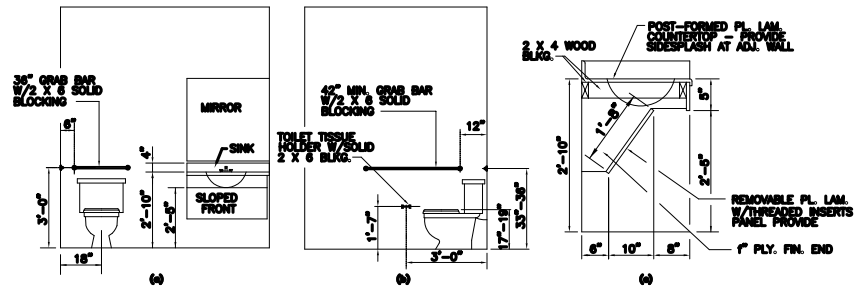

FIG. 31
4.16.3 HEIGHT. THE HEIGHT OF WATER CLOSETS SHALL BE 17" TO 19" (430mm TO 480mm), MEASURED TO THE TOP OF THE TOILET SEAT. SEATS SHALL NOT BE SPRING TO RETURN TO A LIFTED POSITION (SEE FIG. 31).
4.16.4 GRAB BARS. GRAB BARS FOR WATER CLOSETS NOT LOCATED IN STALLS SHALL COMPLY WITH 4.26 AND FIG. 31. THE GRAB BAR BEHIND THE WATER CLOSET SHALL BE 36" (910mm) MINIMUM.
4.16.6 DISPENSERS. TOILET PAPER DISPENSERS SHALL BE INSTALLED WITHIN REACH, AS SHOWN IN FIG. 31. DISPENSERS THAT CONTROL, DELIVER, OR THAT DO NOT PERMIT CONTINUOUS PAPER FLOW, SHALL NOT BE USED.
4.17.6 GRAB BARS. GRAB BARS MAY BE MOUNTED WITH ANY DEEMED METHOD AS LONG AS THEY HAVE A SMOOTH SURFACE AT THE LOCATIONS SHOWN IN FIG. 31 AND DO NOT OBSTRUCT THE REQUIRED CLEAR FLOOR AREA. GRAB BARS SHALL COMPLY WITH 4.26.
4.19.2 HEIGHT & CLEARANCES. LAVATORIES SHALL BE MOUNTED WITH THE RIM OR COUNTER SURFACE NO HIGHER THAN 34" (865mm) ABOVE THE FLOOR. PROVIDE A CLEARANCE OF AT LEAST 29" (738mm) ABOVE THE FINISH FLOOR TO THE BOTTOM OF THE APRON (SEE FIG. 31).
4.19.6* MIRRORS. MIRRORS SHALL BE MOUNTED WITH THE BOTTOM EDGE OF THE REFLECTING SURFACE NO HIGHER THAN 40" (1015mm) ABOVE THE FINISH FLOOR (SEE FIG. 31).
4.24.2 HEIGHT. SINKS SHALL BE MOUNTED WITH THE COUNTER OR RIM NO HIGHER THAN 34" (865mm) ABOVE THE FINISHED FLOOR (SEE FIG. 31).